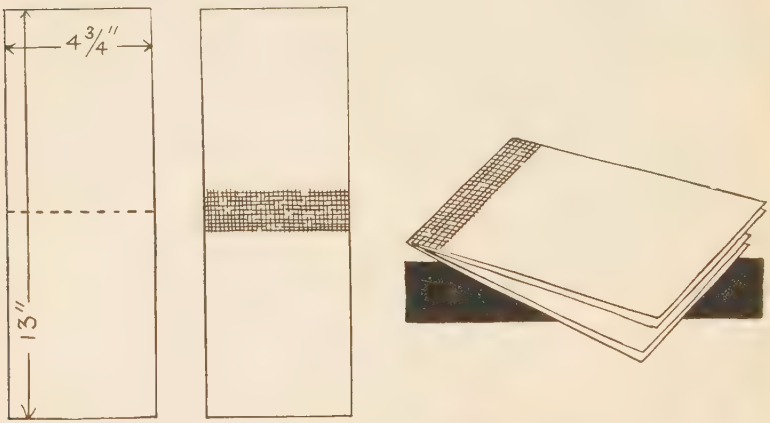

Fig. 227—Diagram of Cutting, Stripping with Muslin, Folding and Inserting End Lining Papers
6. Find the center of one of these 13″x $4\frac{3}{4}$″sheets, mark it lightly in pencil, and affix a piece of gummed muslin $\frac{3}{4}$″ wide across the $4\frac{3}{4}$″ width *exactly* in the center of the 13″ dimension. (Fig. 227.)